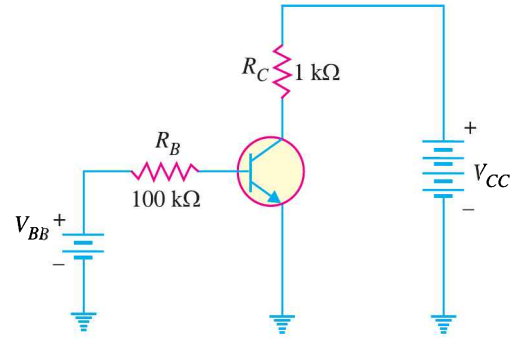

Fig. 8.74
14. A base current of 50 μA is applied to the transistor in Fig. 8.74 and a voltage of 5V is dropped across R_C. Calculate α for the transistor. **[0.99]**